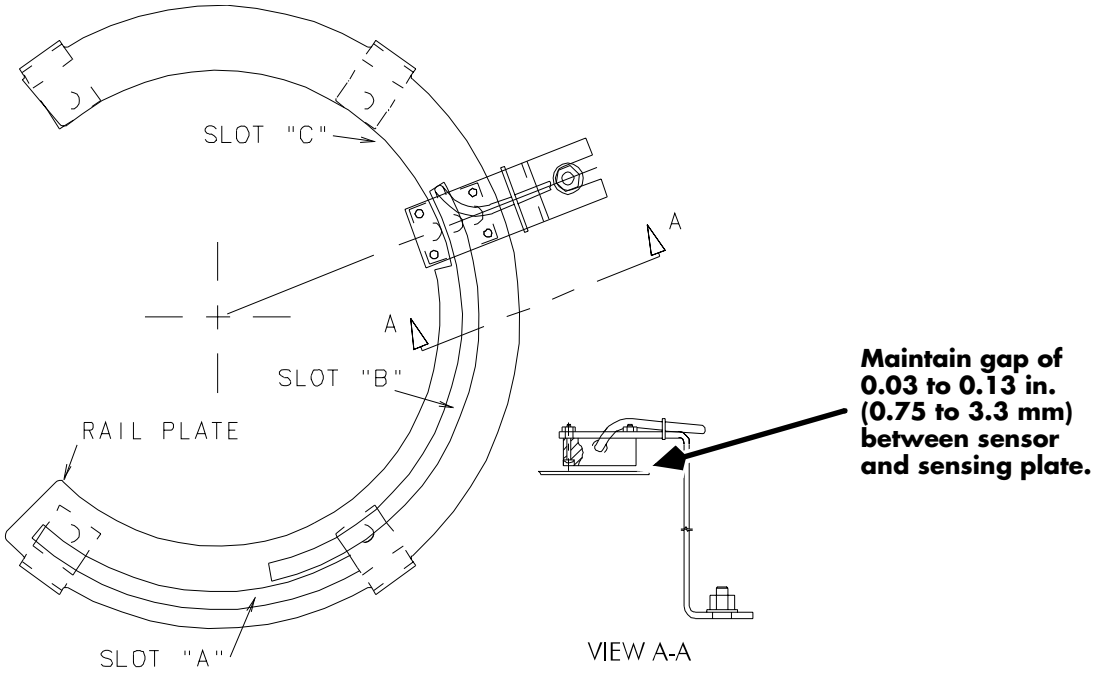

Figure 7-167: 4-D Proximity Sensor alignment
5. There should be a gap of 0.03 to 0.13 in. (0.75 to 3.3 mm) between the switch and the sensing ring surface. If the gap is too wide, insert shims under the sensing ring. Adjust the switch horizontally by aligning the switch cable (where it leaves the switch body) with slot B (the middle slot) of the sensing ring. See Figure 7-167 on page 7-190.